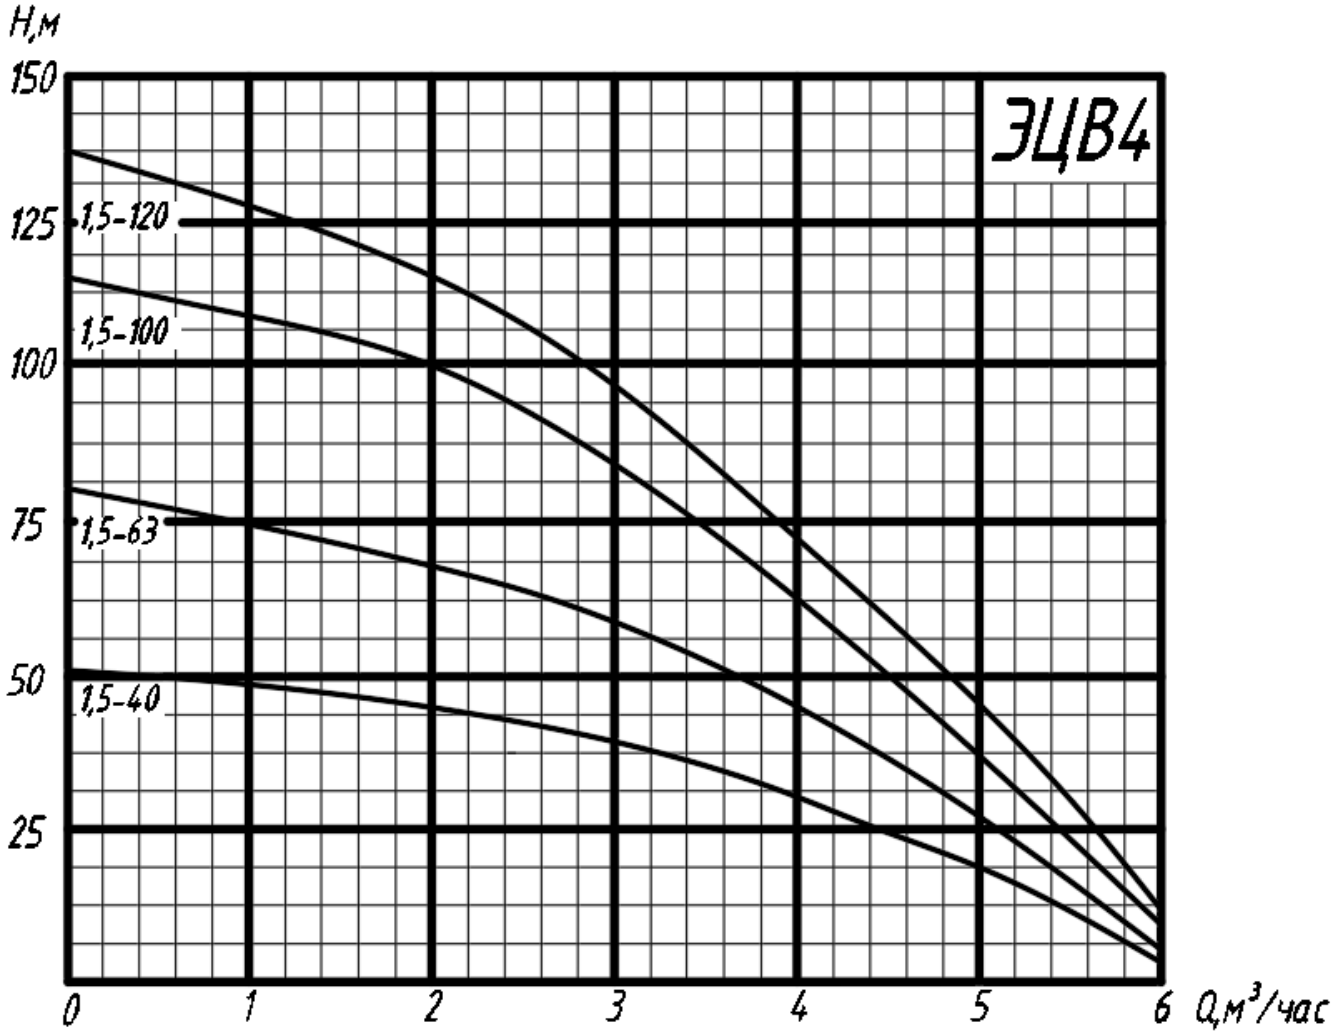

Рис.1
2.2 Напорные характеристики ЭЦВ4-(однофазный) приведены на рис. 1.
диаметра и длины водоподъемного трубопровода и высоты подъема воды над поверхностью земли. Приближенно объемную подачу можно определить с помощью напорной характеристики (рис. 1) по фактическому напору (Н), создаваемому агрегатом для подъема воды из скважины.
При эксплуатации агрегата с максимальной объемной подачей и минимальным напором (см. рис. 1) возрастают потребляемая мощность, нагрузки на электродвигатель и рабочие органы насоса. КПД агрегата при этом минимальный. Оптимальным режимом эксплуатации агрегата является его работа при номинальном напоре и номинальной объемной подаче (см. табл. 1).